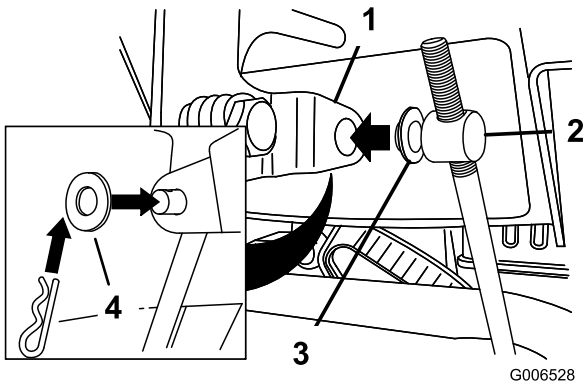

Figur 5
3. Anbring en flad spændeskive på drejetappen (Figur 5).
6. Løft hastighedskontrolstangen, og sæt drejetappen ind i åbningen i hastighedsvælgerstangen (Figur 5).
B. Tag drejetappen af hastighedsvælgerstangen (Figur 5).
C. Drej drejetappen nedad (med uret) på hastighedskontrolstangen (Figur 5).
D. Sæt drejetappen på hastighedsvælgerstangen (Figur 5).
C. Drej drejetappen opad (mod uret) på hastighedskontrolstangen (Figur 5).